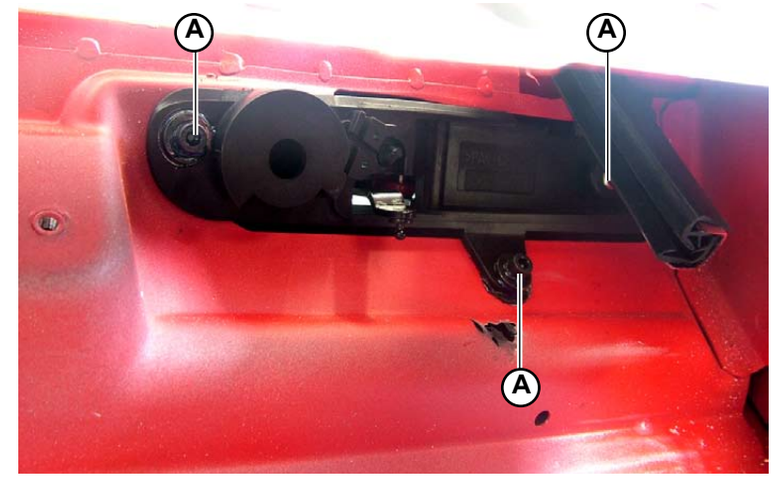

Fig.21
1. Secure the external handle to the door using the 3 screws (**A-Fig.21**).